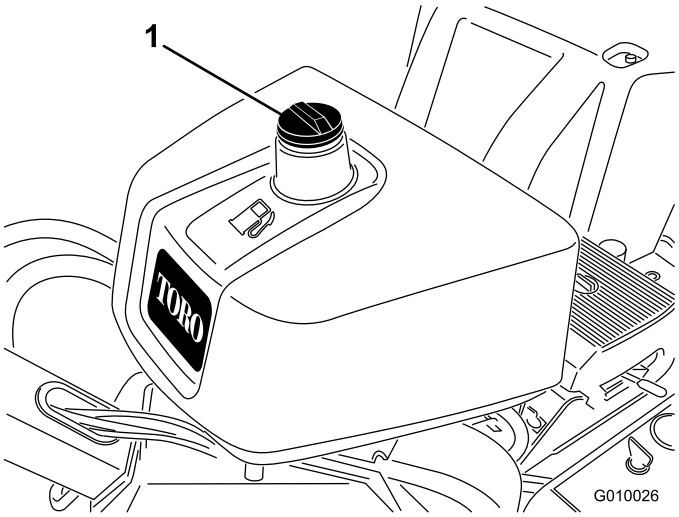

Figur 15
2. Gör rent runt tanklocket och ta bort det (Figur 15).